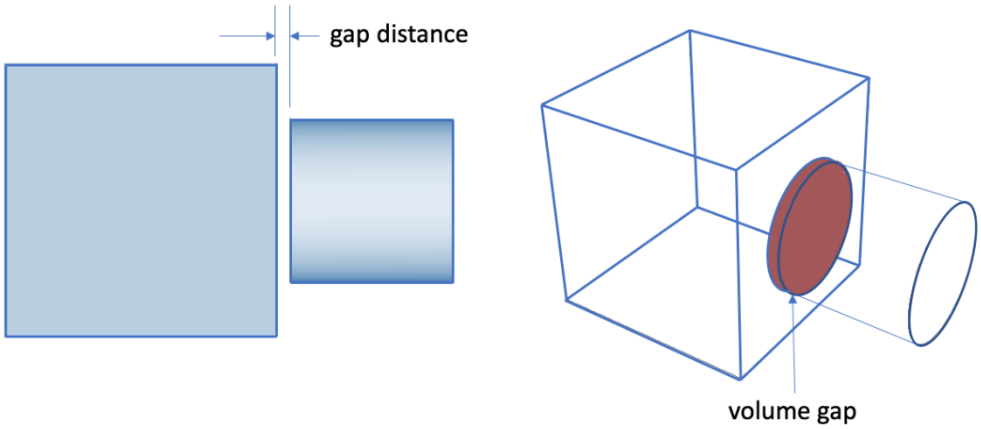

Figure 13. Volume Gap Example
- **Volume Gaps** - Lists volume pairs that are separated by a distance smaller than the **Volume Gap** tolerance specified in the Options panel, but are not in contact or overlapping. Gaps can result in parts that are not correctly merged and will not share nodes between volumes when meshed. Expanding a volume pair in the list will display individual surface pairs where gaps exist between the volumes. Figure 13 illustrates a gap between two volumes. Gaps can be visualized using the **Draw Volume Gap** context menu, also shown in Figure 13, where the surfaces that are within the gap tolerance are displayed in red. The **tweak surface replace** command can sometimes be used to correct overlaps.